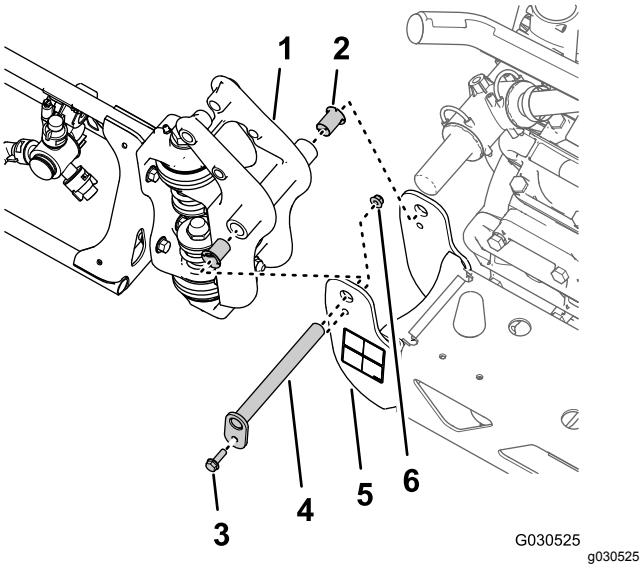

Figur 65
1. Ta bort flänsskruven (5/16 x 1 tum) och flänslåsmuttern (5/16 tum) som fäster svängtappen på tappfästet (Figur 65).
2. Ta bort svängtappen från centersprutrampssektionens tappfäste och den yttre sprutrampssektionens svängkoppling (Figur 65).
3. Separera den yttre sprutrampssektionen från centersprutrampssektionen och ta bort den yttre sektionen från maskinen (Figur 65).
4. Ta bort de två nylonflänsbussningarna från svängkopplingen på den yttre sprutrampssektionen (Figur 65).